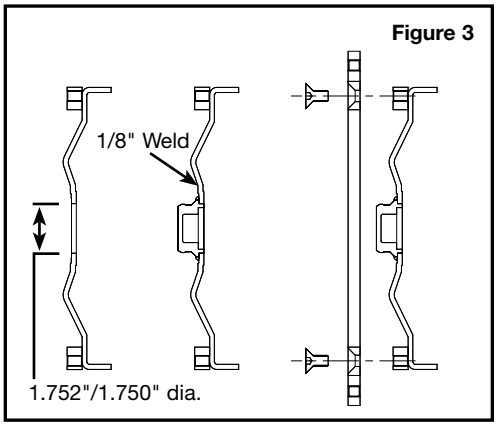

Figure 3
3. Front Cover Assembly (see figure 3)